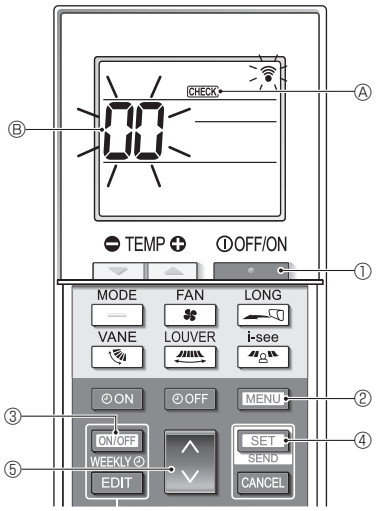

Fig. 7-6
■ **Autocomprobación (Fig. 7-6)**
1. Pulse el botón [ON/OFF] ① para detener el acondicionador de aire.
- Si el temporizador semanal está activado (se muestra WEEKLY), pulse el botón [ON/OFF WEEKLY] ③ para desactivarlo (no se muestra WEEKLY).
2. Pulse el botón [MENU] ② durante 5 segundos.
3. Pulse el botón [⇕] ⑤ para seleccionar la dirección del refrigerante (dirección M-NET) Ⓑ de la unidad interior para la que desea realizar la autocomprobación.
4. Pulse el botón [SET] ④.
5. Pulse el botón [ON/OFF] ①.